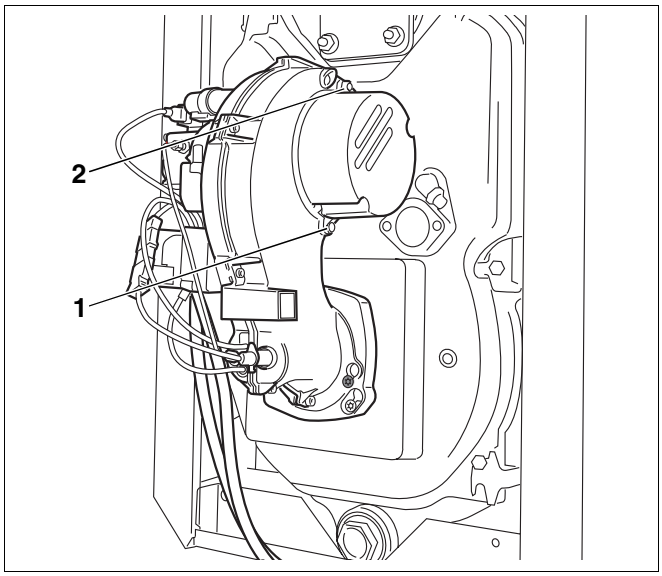

Abb. 23 Gebläserad optisch prüfen
- Die zwei Innensechskantschrauben SW 5 lösen (Abb. 23, **Pos. 1** und **2**).